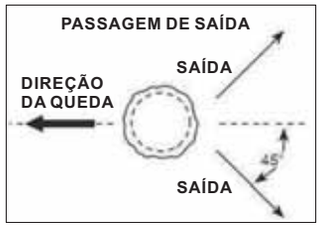

Fig.10
7.3 ABATER UMA ÁRVORE (FIG. 10)